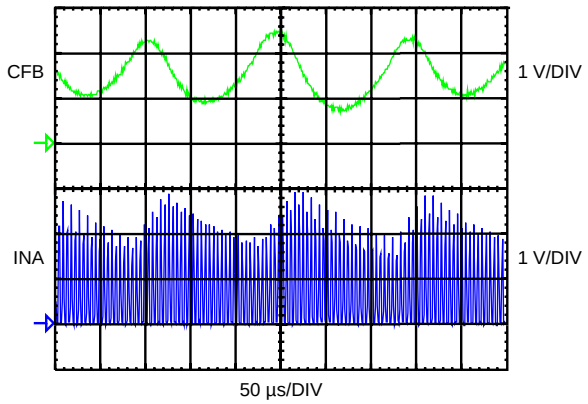
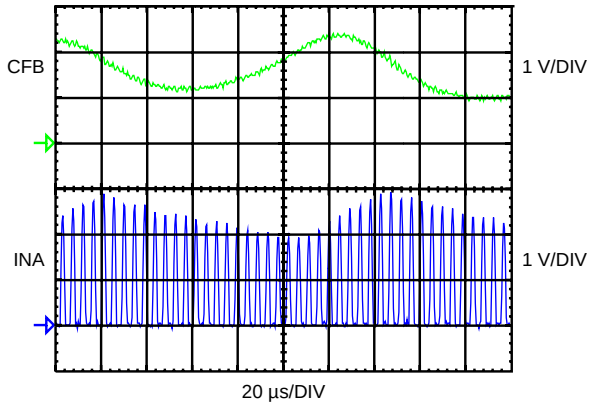

Figure 21. Determining the Value of CF
Figure 22. Determining the Value of CF
4. Step RP_MIN up one step at a time until the amplitude of the signal on the oscilloscope becomes variable as shown in Figure 21 and Figure 22. Increase RP_MIN by two, for example if the amplitude becomes variable at 17, set RP_MIN to 19.
5. Set the time scale of the oscilloscope so that many periods of the signal on the INA terminal can be seen. See Figure 21.
6. Set the CF capacitor value so that the AC portion of the waveform is about $1V_{PP}$ maximum. Decreasing the capacitor value will make the AC portion of the waveform larger. This signal scales linearly with the reciprocal of the filter capacitance. For example, if a 100pF filter capacitor is used and the signal observed on the CFB terminal has a peak-to-peak value of 200mV, the desired 1V peak-to-peak value is obtained using a 200mV / 1V × 100pF = 20pF filter capacitor. Figure 21 shows the waveforms on CFB and INA and Figure 22 shows the waveforms using a zoomed in horizontal scale. Note that the waveforms on CFB and INA are not a constant amplitude. The waveform on CFB should be adjusted so that the maximum value is $1V_{PP}$.